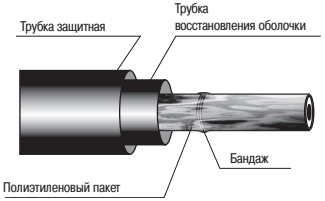

Рисунок 2
4.4 Обмотать поверхность одного из соединяемых кабелей полиэтиленовым пакетом от упаковки трубок для предотвращения загрязнения внутренней поверхности трубок. Пакет закрепить лентой ПВХ. Поверх полиэтиленового пакета надеть трубку восстановления оболочки и защитную трубку, сдвинуть обе трубки вдоль кабеля за бандаж на время монтажа (рисунок 2).